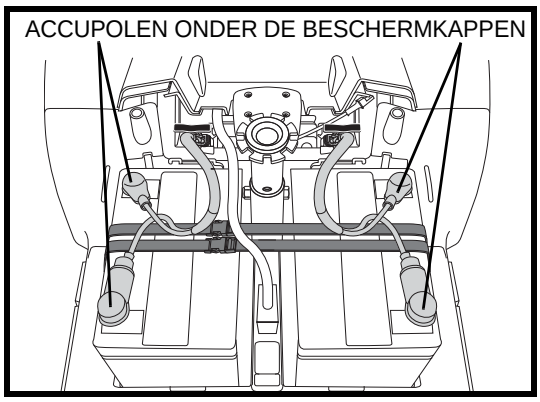

**Figuur 12. Verwijderen/installeren van de accu's**
3. Verwijder de behuizing van de accu door deze recht omhoog te trekken. **Zie figuur 12**.